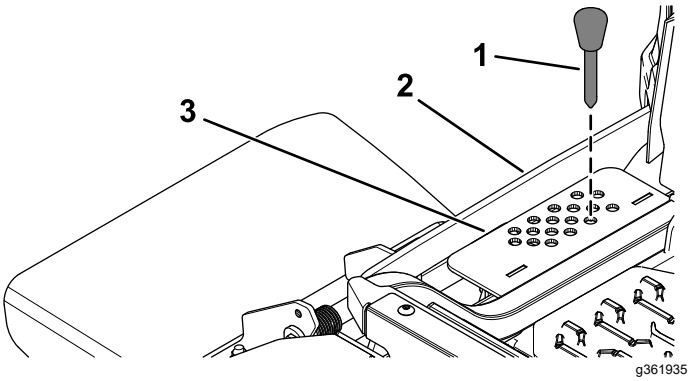

Bild 31
2. Wählen Sie ein Loch in der Schnitthöhenhalterung, das der gewünschten Schnitthöhe entspricht, und stecken Sie den Lastösenbolzen wieder ein (Bild 31).
3. Drücken Sie den Mähwerkhubschalter nach unten, bis der Schnitthöhenlenker den Schnitthöhenstift leicht berührt (Bild 31).